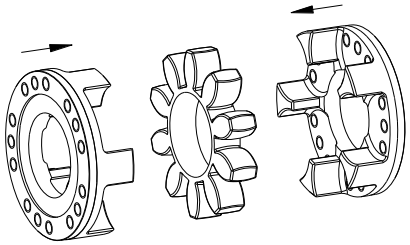

Рис. 15: Монтаж поводковых фланцев и зубчатого венца
- Вставьте зубчатый венец соотв. DZ-элементы в зону кулачков поводковых фланцев (см. рис. 15).